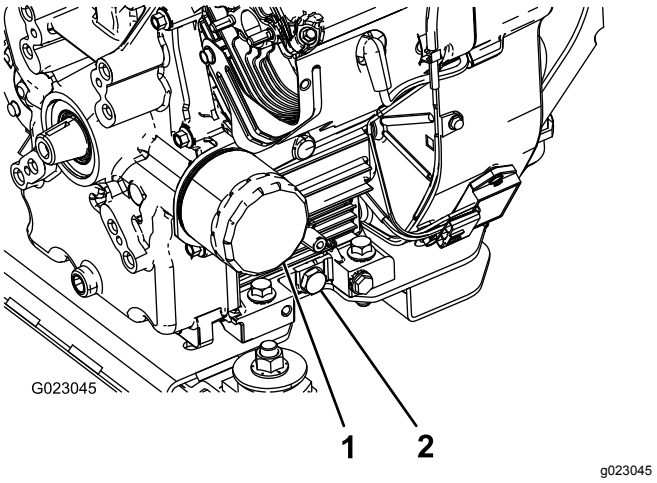

Figur 41
5. Fjern aftapningsproppen (Figur 41).
2. Fjern oliefilteret (Figur 41).
5. Monter det nye oliefilter på filteradapteren. Drej oliefilteret med uret, indtil gummipakningen berører filteradapteren. Spænd derefter filteret yderligere 1/2 omgang (Figur 41).